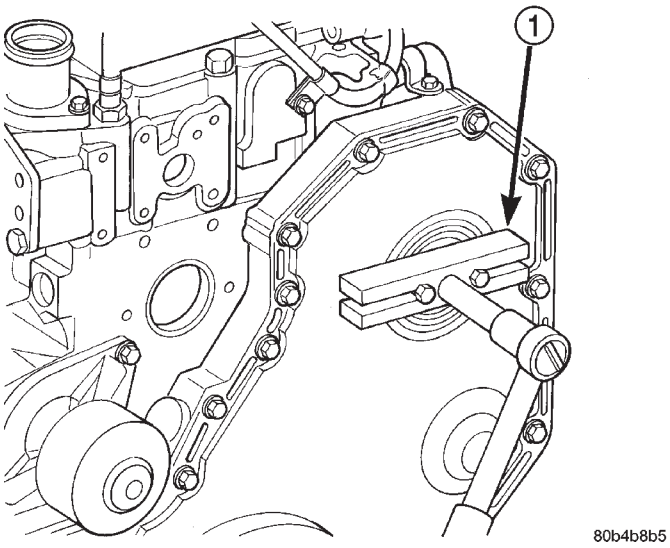

Fig. 37 Separating Injection Pump Gear from Pump Shaft
(13) Use T-bar type puller (Fig. 37) to separate injection pump gear from injection pump shaft. Attach two M8 X 1.24 MM (metric) screws through puller and into two threaded holes supplied in pump gear. Pull injection pump gear forward until it loosens from injection pump shaft. **Pull on gear only enough to loosen it from injection pump shaft. Pulling gear too far may cause damage or breakage to gear cover.**